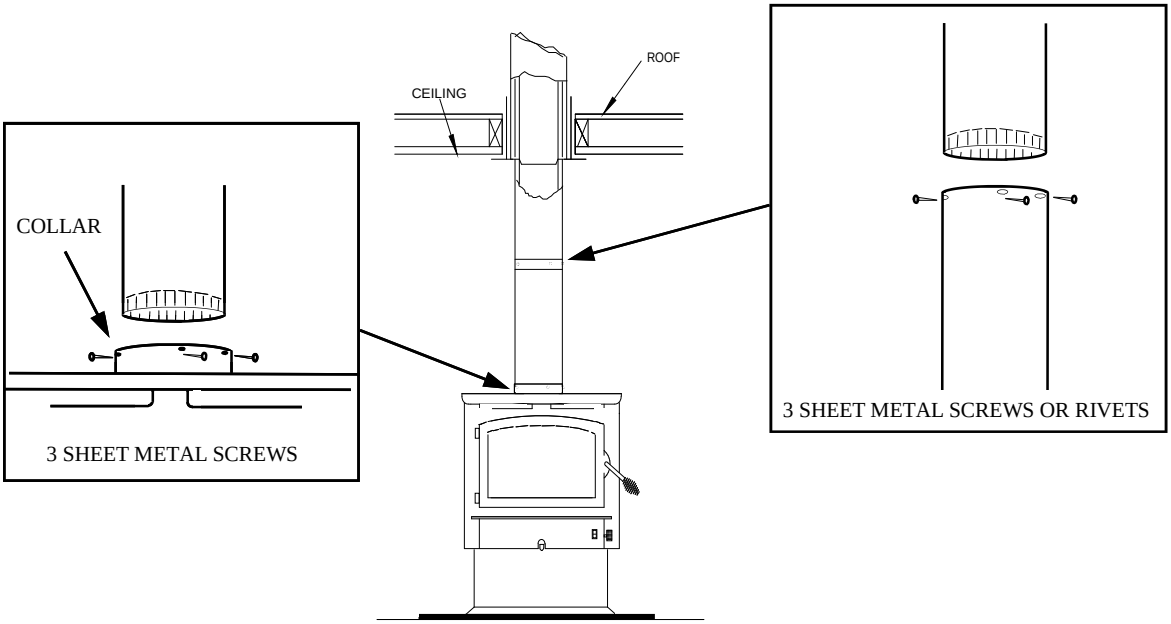

Figure 5
Now connect stove and ceiling support box using #24 ga. minimum blue or black steel connector pipe **(DO NOT USE GALVANIZED PIPE).** Connect each section so crimped end faces downward and secure each section to each other using at least three (3) sheet metal screws or rivets. Also use three (3) sheet metal screws to fasten pipe to collar on heater. (See Figure 5. Page 14).
5. Connect chimney connector to tee-box using #24 ga. minimum blue or black steel connector pipe. **DO NOT** use galvanized pipe. Connect each section so the crimped end faces downward and secure each section to each other using three (3) sheet metal screws or rivets. (See Figure 5).